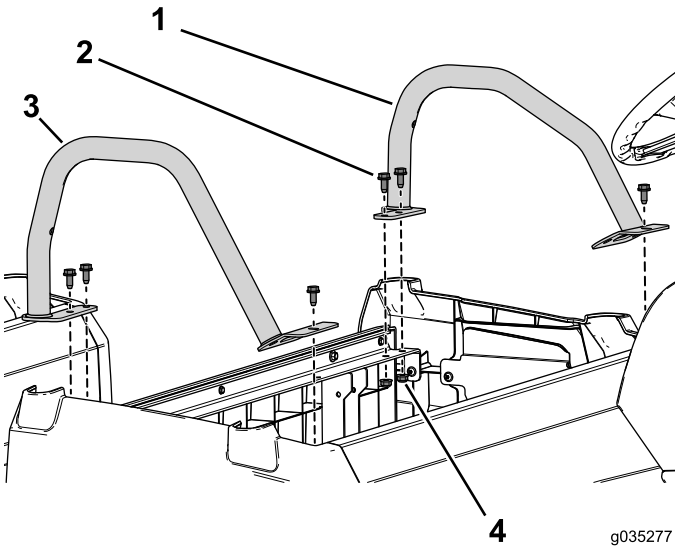

Figure 96
7. Use the 6 flange bolts (3/16 x 3/4 inch) and flange nuts to secure the left and right hip restraints to the seat base (Figure 96).